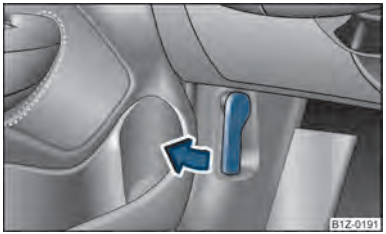

Fig. 148 Bonnet release lever
– Pull the unlocking lever below the dash panel on the driver's side ⇒ fig. 148.
– Unlock the bonnet ⇒ fig. 148.